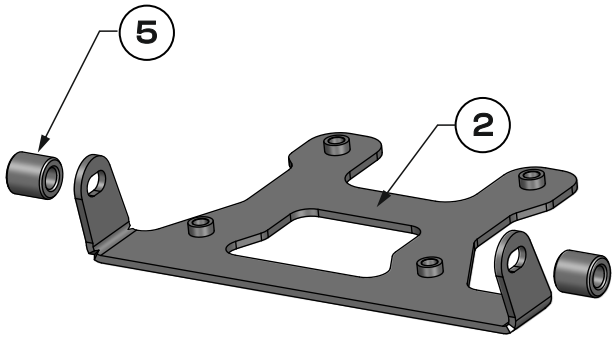

Fig. 12
8. Loosely fasten the rear bracket **[2]** using the **OEM** bolts with spacers **[5]. [Fig. 11], [Fig. 12]**